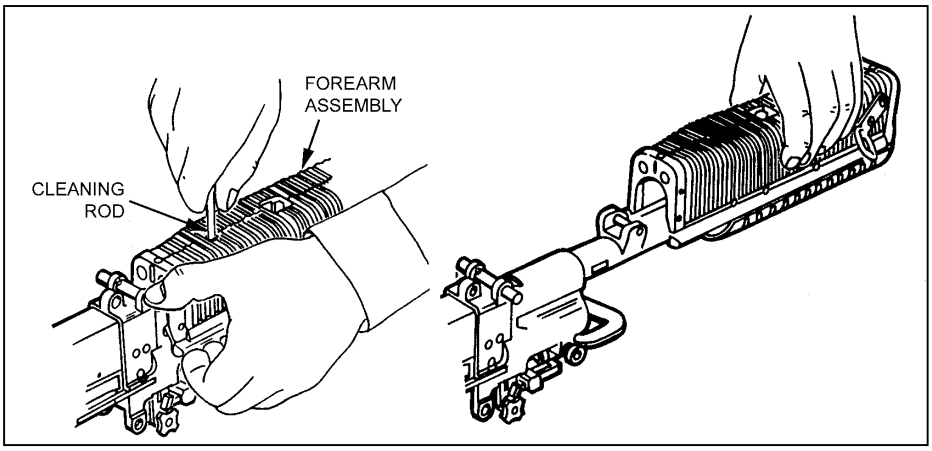

Figure 2-14. Removal of the forearm assembly.
f. **Removing the Forearm Assembly**. The gunner inserts a cleaning rod or the reamer portion of a combination wrench through the round opening in the forearm assembly, and then he pushes down on the spring. He lifts and gently slides the forearm assembly from the receiver (Figure 2-14, page 2-16).